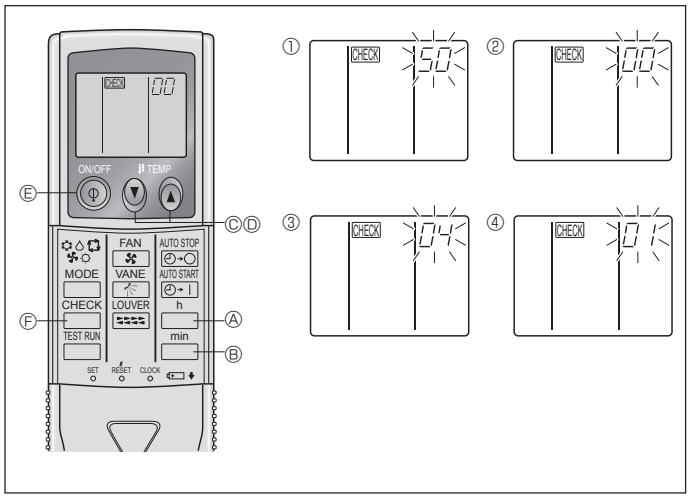

Fig. 6-10
2) Для беспроводного пульта дистанционного управления (Fig. 6-10)